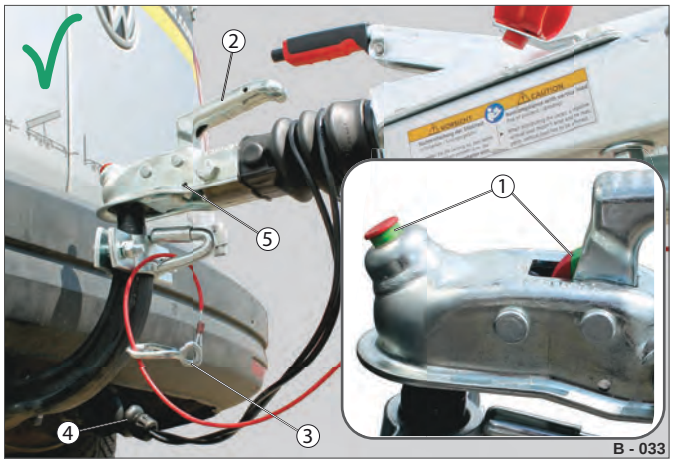

Fig. 9 Eksempel: Anhænger med bremser tilkoblet
▶ Træk håndgrebet (Fig. 9 /2) helt opad.
Den grønne cylinder i sikkerhedsindikatoren (Fig. 9 /1) er synlig.